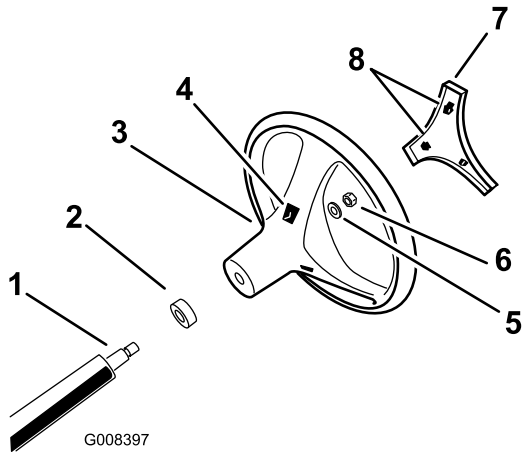

Figura 3
1. Attraverso le aperture sul retro del volante, sganciate le linguette di bloccaggio del coperchio centrale e togliete il coperchio dal volante (Figura 3).
2. Togliete il dado di bloccaggio e la rondella dal piantone dello sterzo (Figura 3).
3. Allineate il volante sulle scanalature del piantone (Figura 3).
4. Montate la rondella e il dado di bloccaggio del piantone dello sterzo (Figura 3).
6. Allineate le linguette del coperchio centrale alle aperture nel volante e premete il coperchio sul volante finché le linguette di bloccaggio non scattano in posizione (Figura 3).